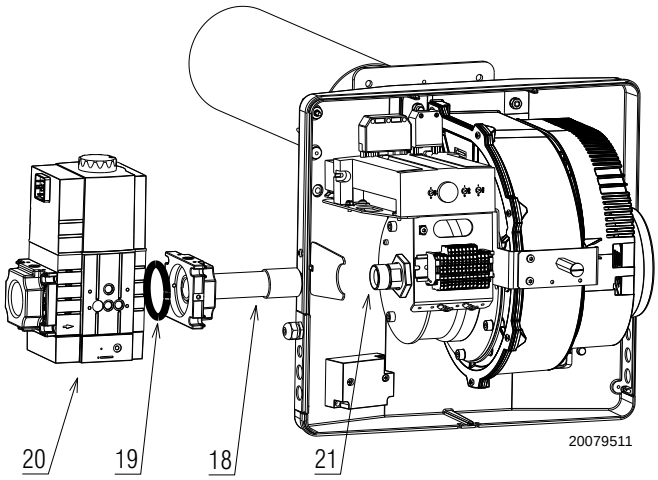

Fig. 11
- ➤ Fissare la valvola gas 20) alla flangia (Fig. 11) mediante le 4 viti 18)(Fig. 11) presenti a corredo.
- ➤ Attenzione alla presenza della guarnizione 19)(Fig. 11) e alla tenuta gas.